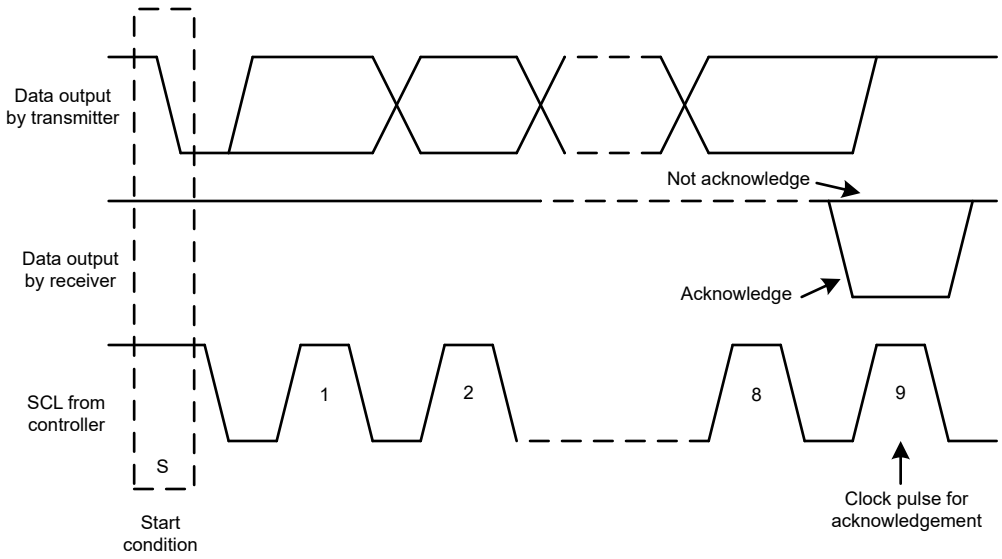
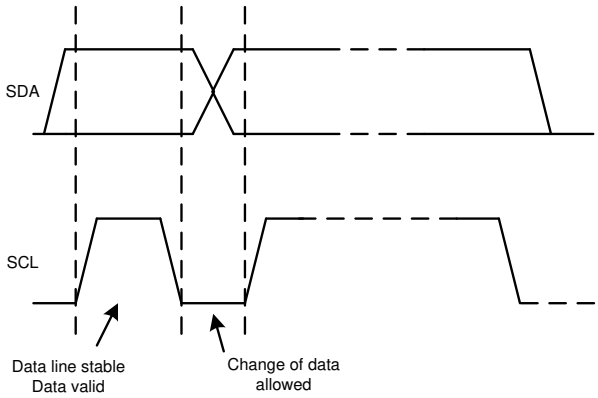

図 6-19. I²C バスにおけるアクノリッジとアクノリッジなし
図 6-21. I²C バスでのビット転送
指定のタイミング信号を除いて、I²C インターフェイスではシリアル バイトを扱います。各バイトの最後に、9 回目のクロック サイクルで確認応答信号が生成および検出されます。アクノリッジは、9 回目のクロック サイクルの High 期間中 SDA ラインを Low にすることで行われます。図 6-19 に示されているように、アクノリッジなしは、9 回目のクロック サイクルの High 期間中 SDA ラインを High のまま保持することで行われます。
2. 次に、コントローラは SCL パルスを生成し、7 ビットのアドレスと読み取り/書き込み方向ビット (R/$\overline{W}$) を SDA ライン上で送信します。すべての送信中、コントローラはデータが有効であることを確認します。図 6-21 に示されているように、有効なデータ条件では、クロック パルスの High 期間全体にわたって SDA ラインが安定している必要があります。すべてのデバイスは、コントローラによって送信されたアドレスを認識して、そのアドレスをそれぞれの内部固定アドレスと比較します。一致するアドレスを持つターゲット デバイスだけが、9 番目の SCL サイクルの High 期間全体にわたって SDA ラインを Low にすることで、アクノリッジ (受信確認) を生成します (図 6-19 も参照)。コントローラがこのアクノリッジを検出すると、ターゲットとの通信リンクが確立されます。